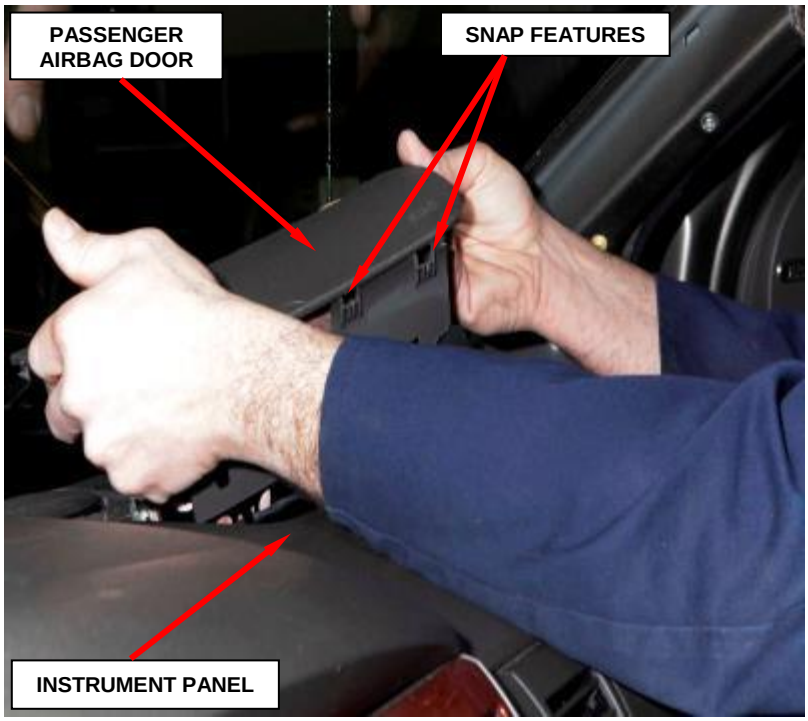

Figure 55 – Passenger Airbag Door
4. Using a trim stick or another suitable wide flat bladed tool, gently pry the forward and side edges of the passenger airbag door away from the top of the instrument panel far enough to disengage the snap features on the airbag door from the receptacles in the instrument panel top pad (Figure 55).
10. Carefully lower the passenger airbag unit into the instrument panel, being certain that the airbag mounting bracket is properly positioned to the instrument panel support structure (Figure 55).